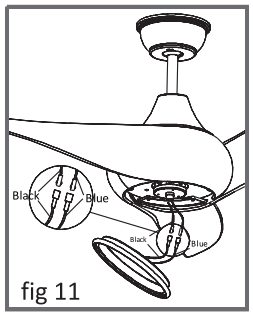

fig 11
2) Remove one screw from light fixture, unscrew the other screws out 3~4mm. (fig 11)
3) Connect the lightkit wires to the light fixture: black to black,blue to blue;(fig 11)